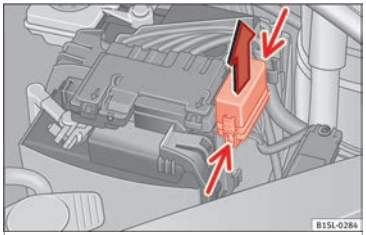

Fig. 83 In the engine compartment: fuse box cover
- Press the attachment tabs in the direction indicated by the arrow (thin arrows) to release the fuse box cover ››› Fig. 83.